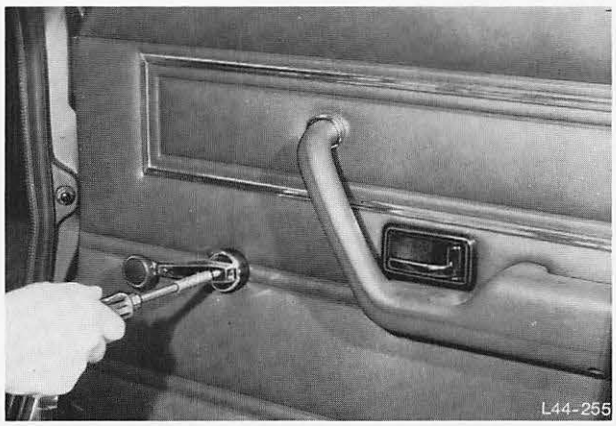

Abb. 126 Fensterkurbel abbauen
2. Blende – Fensterkurbel herausziehen und Kurbel abbauen (1 Schraube), Abb. 126.